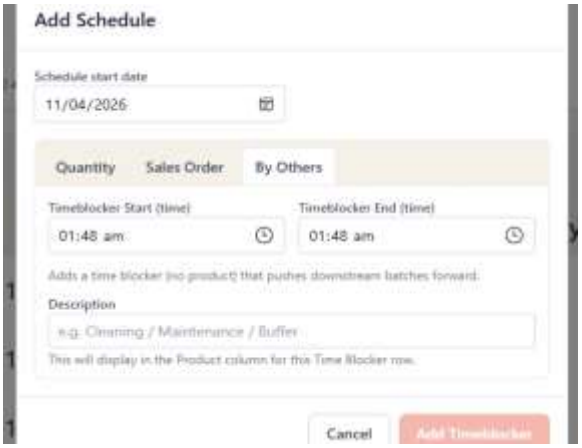

Figure 51: Add Schedule, Time blocker
Step 1: Go to Scheduling Page & click "Add Schedule" button and the Scheduling dialog shows & click the "By Others" Tab as seen in Figure 51. This part of the Scheduling dialog is for creating a Time blocker schedule or actually, just any Schedule you wish for multiple purposes like scheduling Production Break, Manpower Breaktime, Scheduled Cleaning, Sudden Maintenance or Machine Troubleshooting Schedule, any schedule as the schedule to be generated will have its identification based of the Description field value. The Time blocker schedule Start Time will show on the Scheduling Table's Start Sponge Column & the Time blocker schedule End Time will show under the End Batch Column. **This works the same too if you are to use "Time conflicting scheduling" like on Step 1b of Schedule Creation of Product applying Reflow feature**.